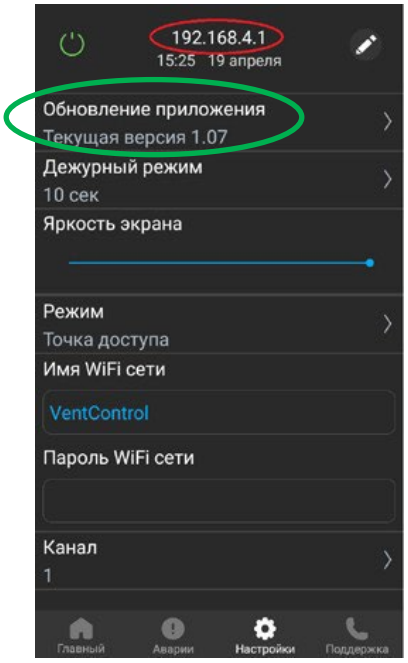
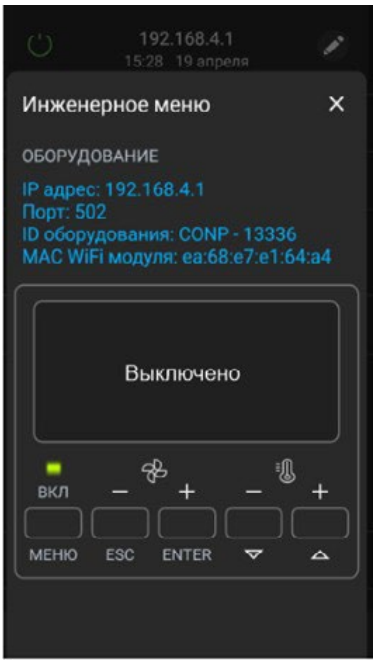

Рис.21
Рис.22
1. Перейдите во вкладку «НАСТРОЙКИ» на экране панели, затем нажмите (в течение 3-х секунд) на название «Текущая версия» в верхней части экрана (см. рис.21, отмечено зеленым) – осуществится переход в «ИНЖЕНЕРНОЕ МЕНЮ» (см. рис.22). На экране будет написано «Выключено».
(см. рис.22).